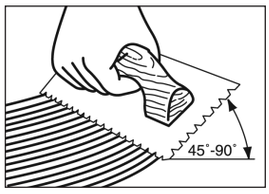

Figura 9
- Sostenga el palustre firmemente a un ángulo mínimo de 45° (Figura 9) contra el contrapiso para obtener un índice de cobertura de 40-60 pies^2 (4- 5.5 m^2) por galón índice de cobertura (30-35 pies^2 por galón para Summit con el palustre Summit All-In-One incluido). El palustre dejará crestas de adhesivo y muy poco adhesivo entre las crestas. Esto le permitirá ver todavía los cordones de tiza entre las crestas y proporcionar el índice de cobertura recomendado.